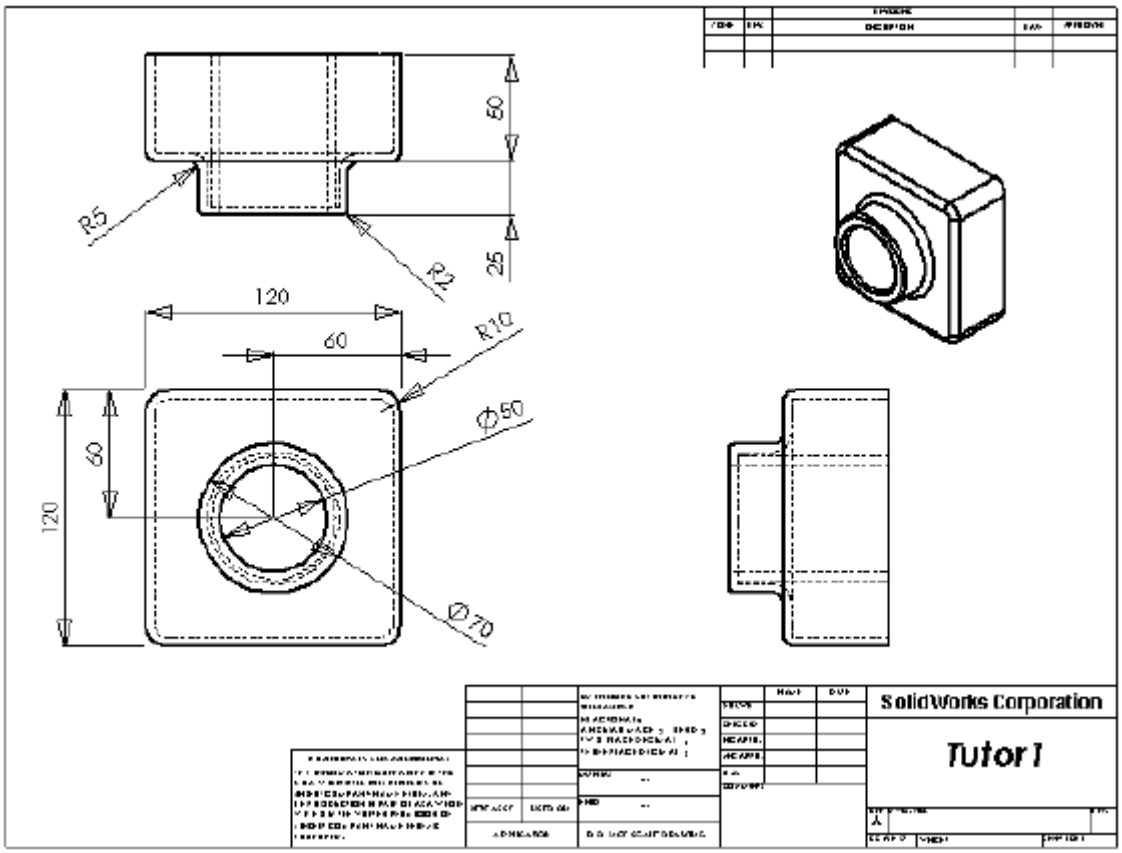
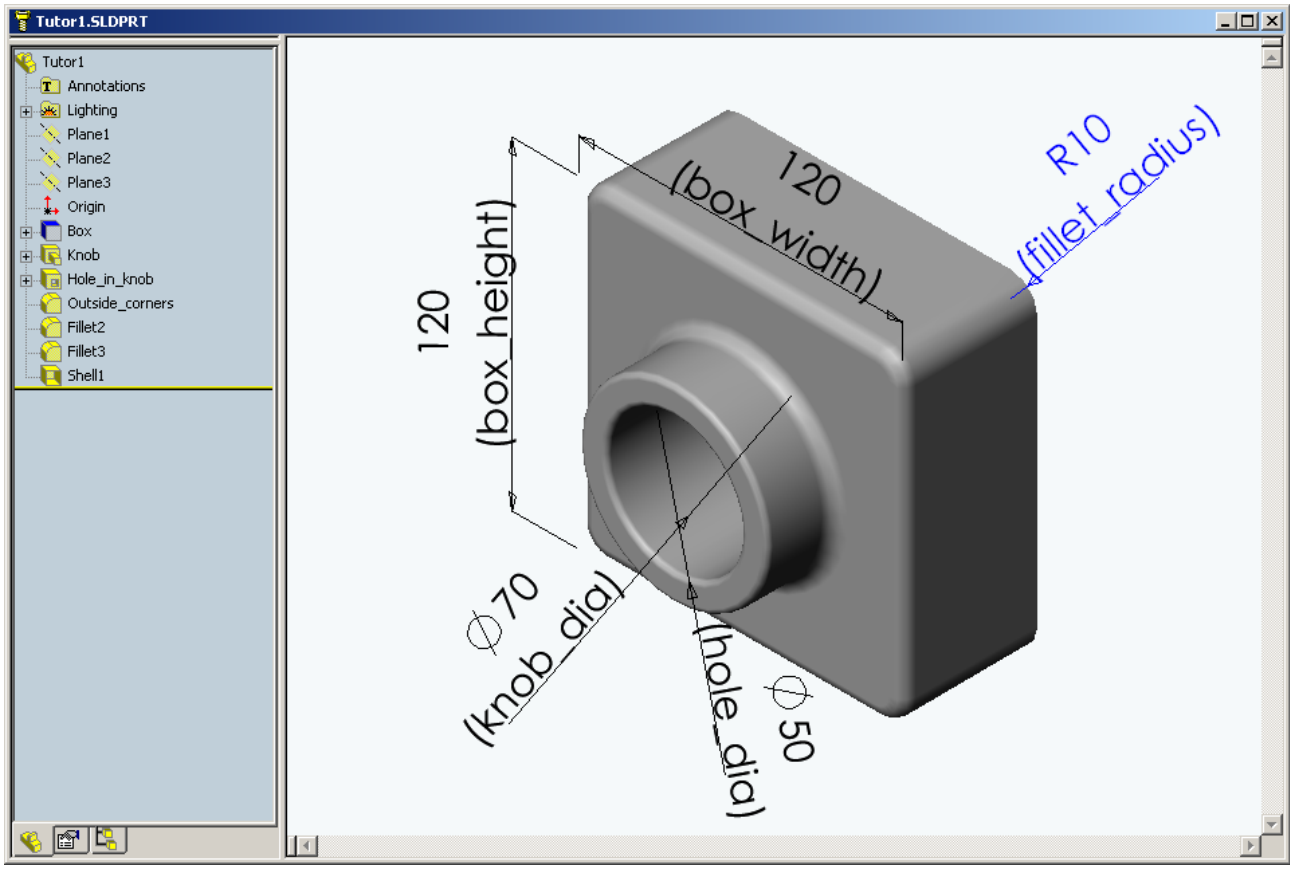
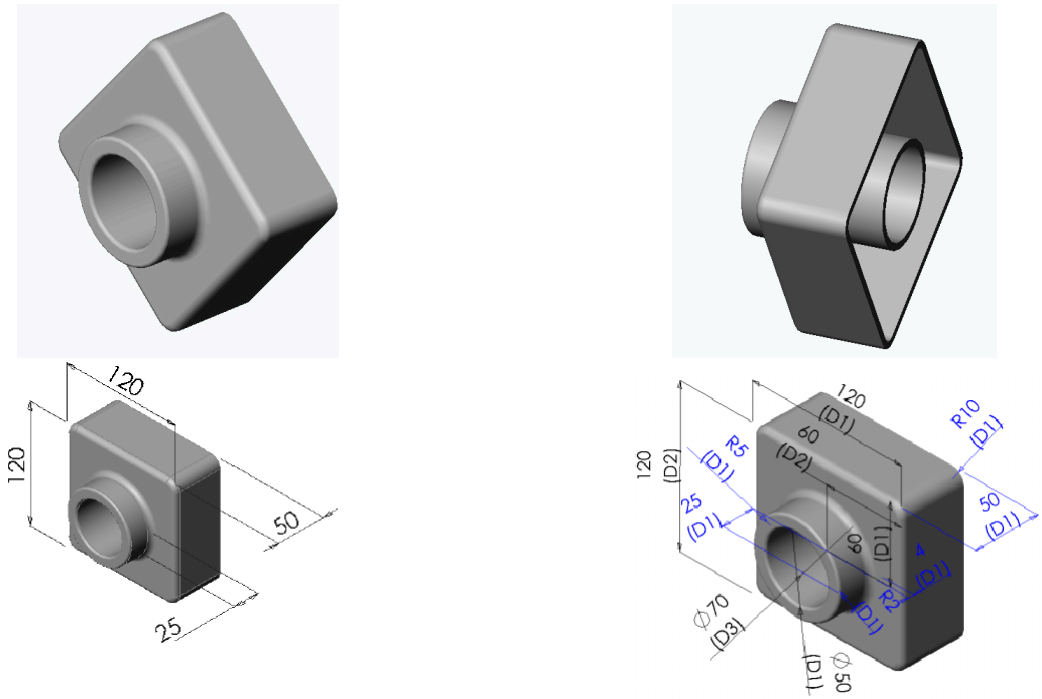
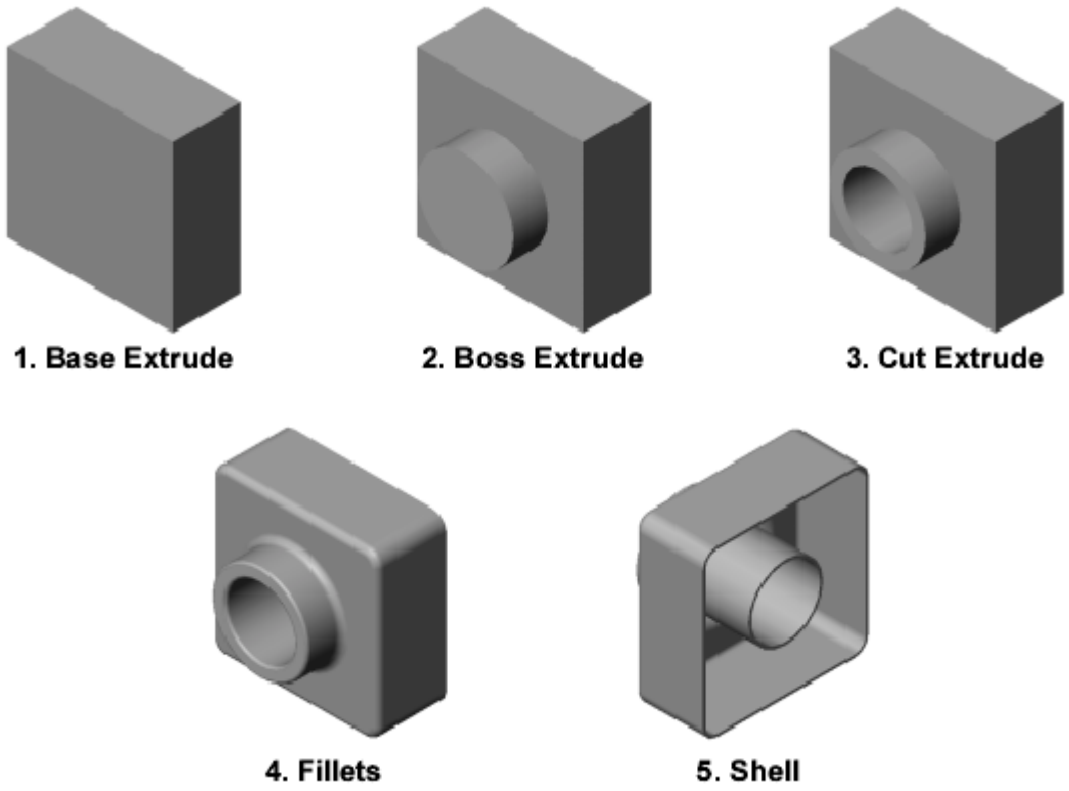

Fig. 2 – Desenho de definição do componente *Tutor1* (espessura = 2 mm). (Nota: vistas no 3º diedro.)
Fig. 3 – Componente *Tutor1* na janela de documento do *SolidWORKS*.
Fig. 4 – 4 Vistas 3D do componente *Tutor1*.
Fig. 5 – *Features* utilizadas na construção do componente *Tutor1*.
2) Modele no *SolidWORKS* o componente *Tutor1* representado nas *Fig. 2*, *Fig. 3, Fig. 4* e *Fig. 5*.